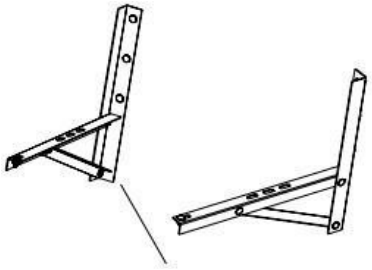

Abb. 10
- Falls Montagekonsolen für die Installation des Außengeräts benötigt werden, können diese beim Hersteller oder dessen Händlern erworben werden (siehe Abb. 10).